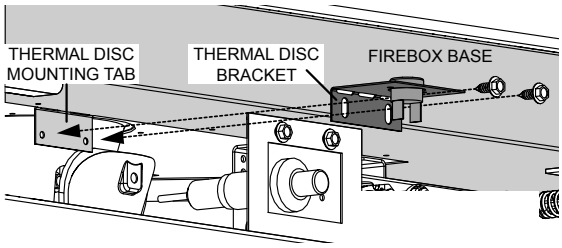

Fig. 4
11. For installation of the thermal disc bracket, bend the tab on the bottom of the firebox 90 degrees. This will be the mounting tab for the thermal disc bracket **(Fig. 4)**.
12. Bend the thermal disc bracket 90 degrees and secure it to the firebox mounting tab using the two screws supplied **(Fig. 4)**. Ensure that the thermal disc is in contact with the firebox base and that the wire harness is properly attached.